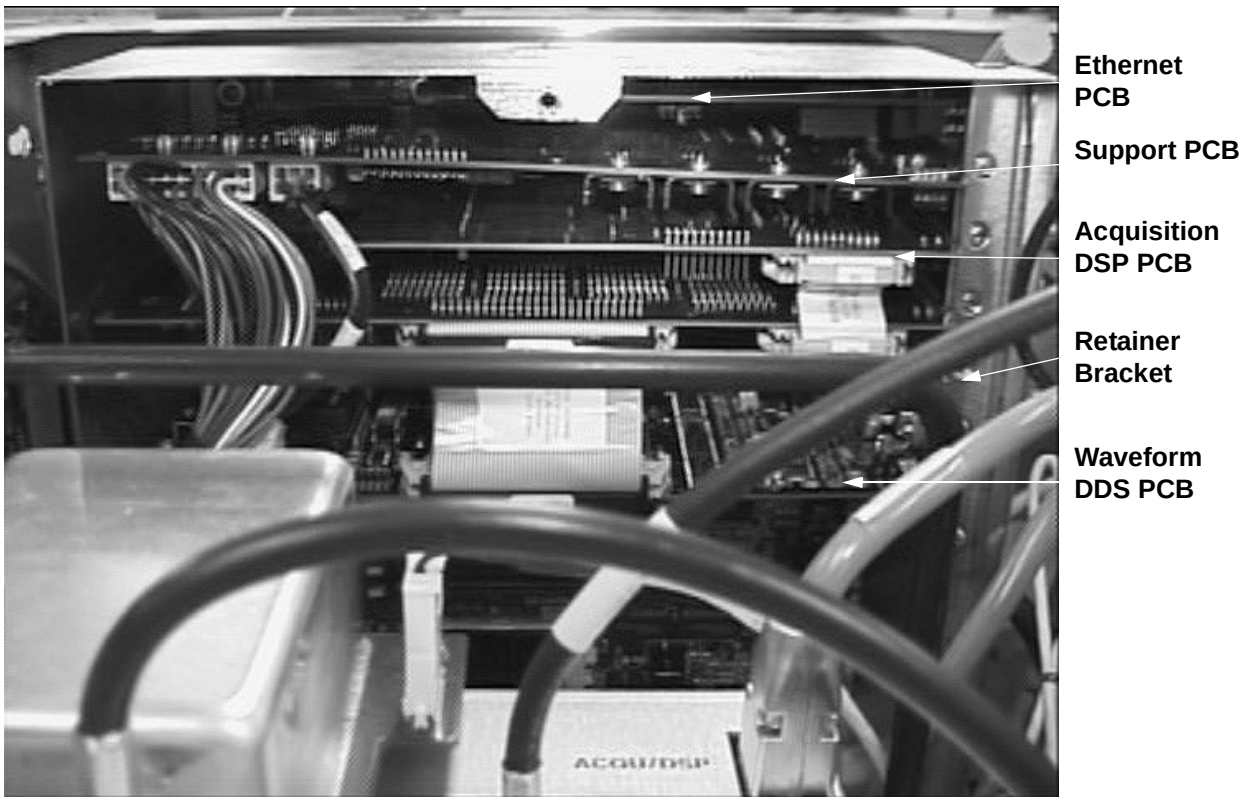
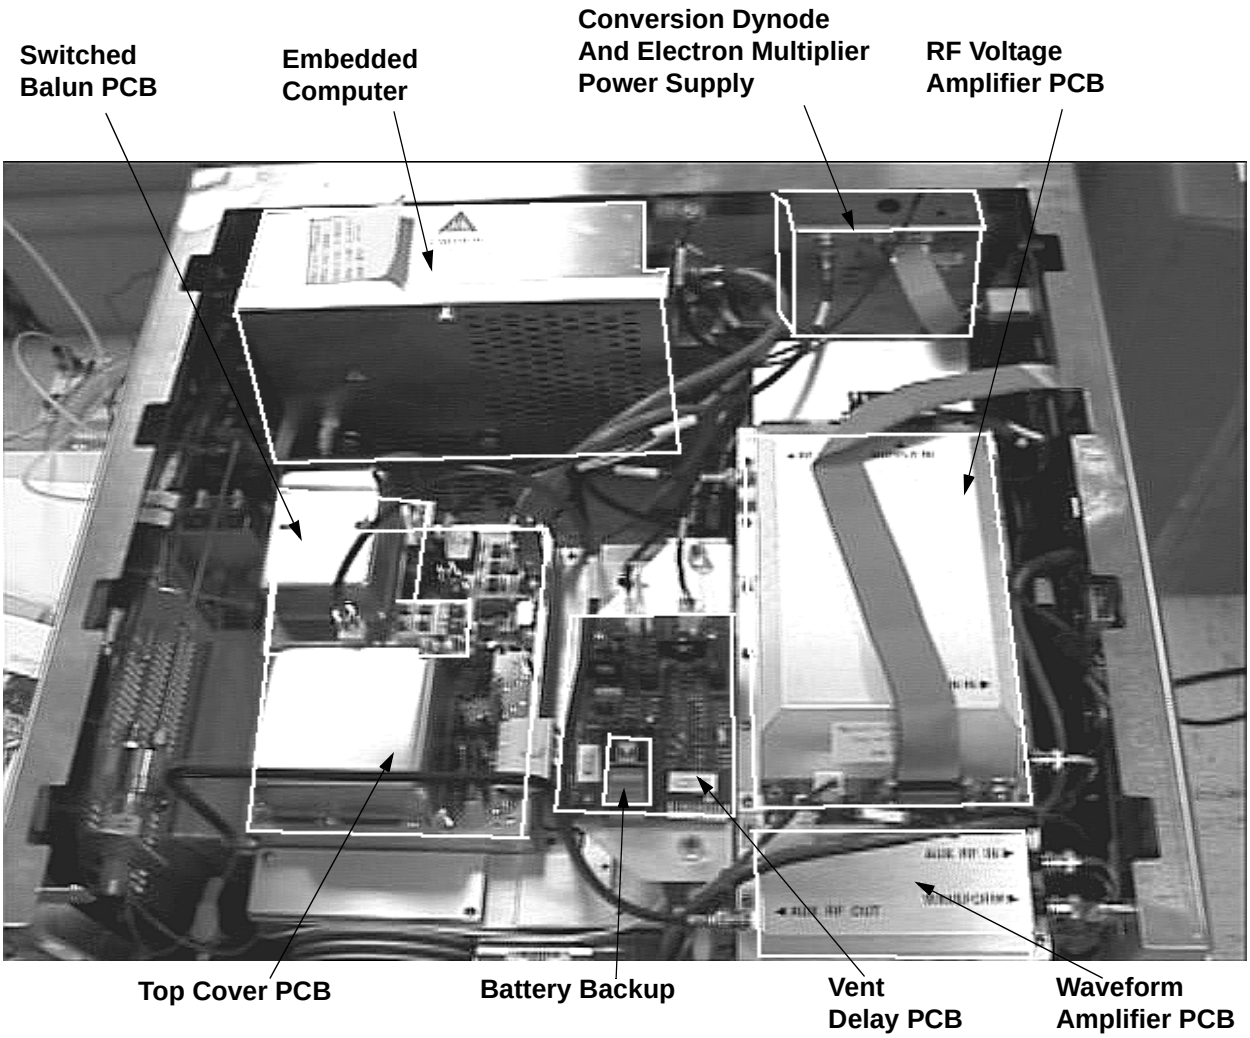

Figure 7-4. Embedded computer (with front cover removed)
Figure 7-5. PCBs and assemblies that are accessible from the top of the MS detector
3. To replace a fuse on the RF Voltage Amplifier PCB, proceed as follows. See Figure 7-5 on page 7-14 for the location of the RF Voltage Amplifier PCB.
The Ethernet PCB (P/N 97000-60165), Support PCB (P/N 97033-61020), Acquisition DSP PCB (P/N 97000-61260), Control DSP PCB (P/N 97000-61270), and Waveform DDS PCB (P/N 97000-61280) reside in the embedded computer. The RS 232/485 Converter PCB (P/N 97033-61110) plugs into a serial port on the right side of the embedded computer. See Figure 7-4. (Refer to Figure 7-5 on page 7-14 for the location of the embedded computer)
6. Locate the PCB you want to replace. See Figure 7-4.
The Vent Delay PCB can be accessed from the top of the MS detector. See Figure 7-5.
The electron multiplier and conversion dynode power supply, Switched Balun PCB, Top Cover PCB, Waveform Amplifier PCB, RF Voltage Amplifier PCB, 8 kV power supply, and battery (battery backup) are accessible from the top of the MS detector. See Figure 7-5 on page 7-14.
4. To replace the electron multiplier / conversion dynode power supply, proceed as follows. See Figure 7-5 on page 7-14 for the location of the electron multiplier and conversion dynode power supply.
5. To replace the Switched Balun PCB, proceed as follows. See Figure 7-5 on page 7-14 for the location of the Switched Balun PCB.
6. To replace the Top Cover PCB, proceed as follows. See Figure 7-5 on page 7-14 for the location of the Top Cover PCB.
7. To replace the Waveform Amplifier PCB, proceed as follows. See Figure 7-5 on page 7-14 for the location of the Waveform Amplifier PCB.